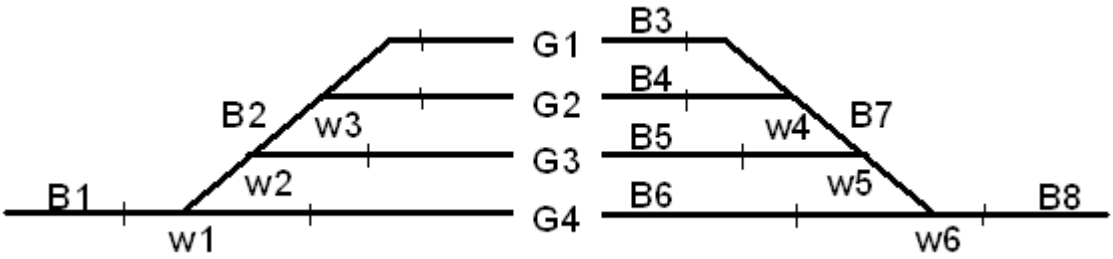

Figur 1: Einfache Station
Figur 1 zeigt eine Station mit 4 Gleisen (G1(B3), G2((B4), G3(B5) und G4(B6)), eine Einfahrt (B1), eine Ausfahrt (B8) und 2 Weichenstrassen (w1,2,3(B2) und w4,5,6(B7)).
2. Die Station aus Figur 1 hat einen Nachteil, beim Rangieren ist sofort den Betrieb an der Einfahrt bzw. Ausfahrt blockiert. Wenn z.B. eine Rangierlok auf der Weiche w3 steht, dann ist es nicht gestattet mit einem Zug von B1 in Gleis G4 zu Fahren.